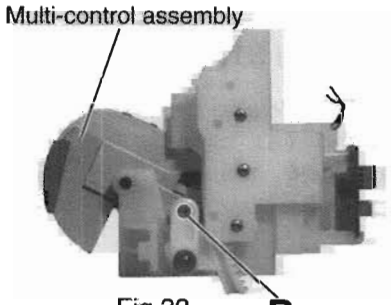

Fig.32
■Removing the multi-control assembly (See Fig.32 to 34)